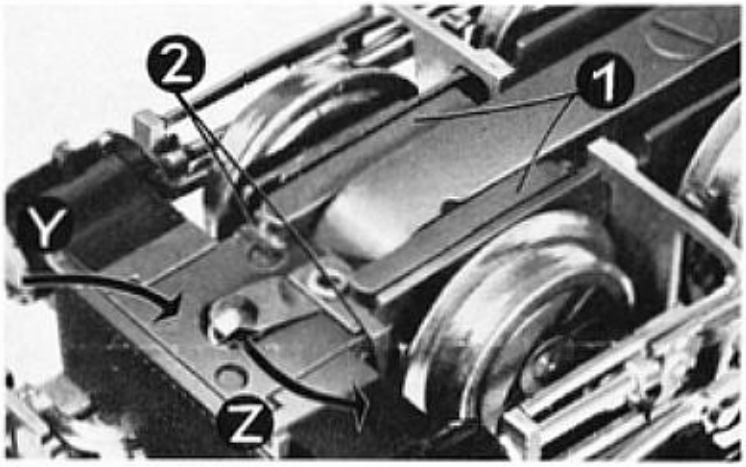

Fig. 8
Kontaktfeder Z wegdrehen (Fig. 8). Dann Lampe Y herausfallen lassen. Neue Lampe einsetzen und Kontaktfeder Z wieder darüber schieben. Gegebenenfalls kann der Mittelschleifer zum leichteren Lampenwechsel wie unter 4) beschrieben zeitweilig herausgenommen werden.
Nur für Modelle 1021! (Fig. 8) Radschleiferhalter ① herausnehmen, dazu die Außenwange leicht nach außen biegen. Neue Radschleifer ② einsetzen und Halter einsprengen. Sollten die Nasen der Halter brechen, liegen den Schleifern neue Halter bei.